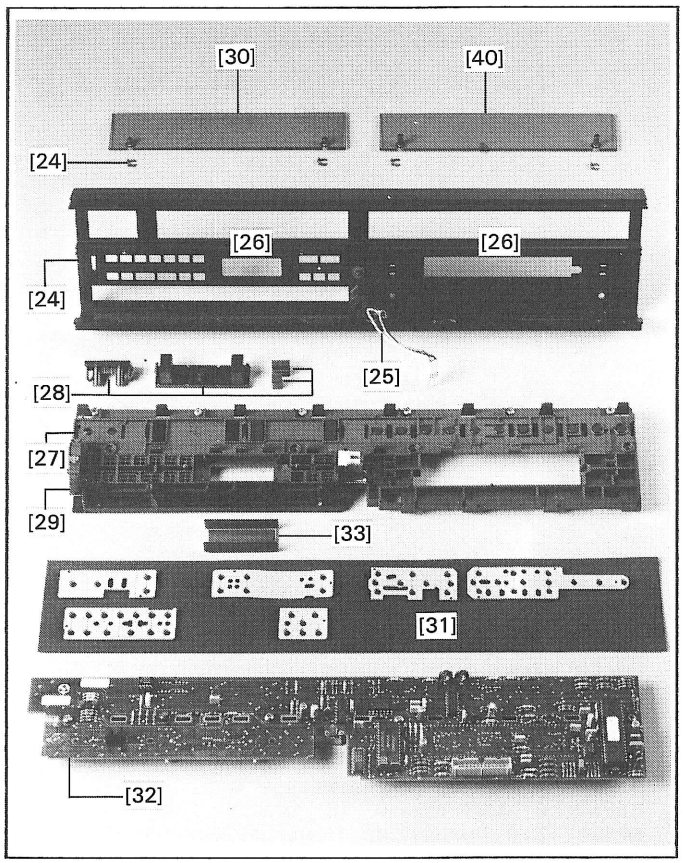
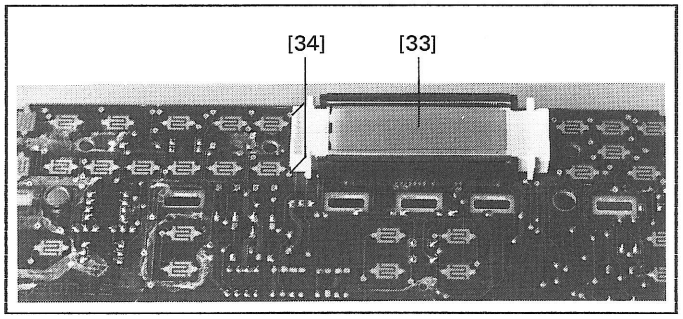

Fig.2.8
Fig.2.9
- PROFILE FRONTAL (24) avec:
-prise casque (25)
-verres de protection de l'affichage (26)
- CHASSIS DE COMMANDE (27) avec:
-touches amovibles (28)
-mécanisme à clapet (29) pour le verre de recouvrement (30)
-tapis de contact (31)
- MICROPROCESSOR BOARD (32)
Lors du démontage du MICROPROCESSOR BOARD, le LC-Display (33) risque de tomber! Il se compose d'un petit morceau de verre et est posé sur deux bandes de caoutchouc conducteur (34) posées à leur tour sur le MICROPROCESSOR BOARD (Fig.2.8, Fig.2.9).